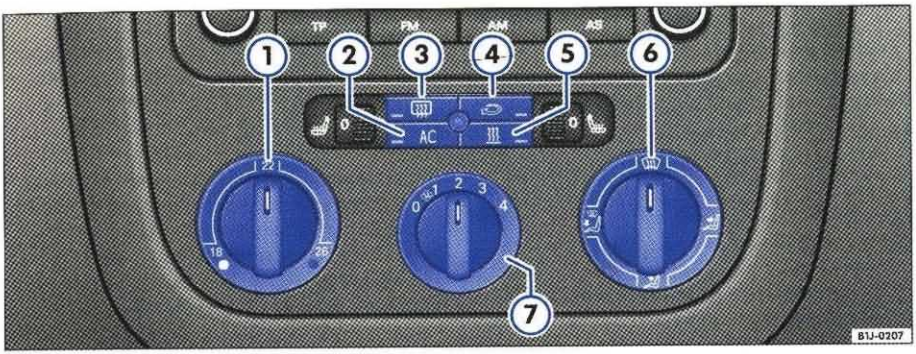

Rys. 99 W konsoli środkowej: elementy obsługi układu klimatyzacji Climatic
– Wyłączyć układ chłodzenia przyciskiem [AC] ⇒ rys. 99 (2). Lampka kontrolna w przycisku gaśnie.
– Pokrętłem (1) nastawić wybraną temperaturę. Najlepiej nastawić temperaturę 22° C (72° F).
– Pokrętło dmuchawy (7) ustawić w położeniu 1-4.
– Strumień powietrza skierować pokrętłem (6) w dowolnym kierunku. [ ] (na przednią szybę), [ ] (na tułów), [ ] (do przestrzeni na nogi) lub [ ] (na przednią szybę i do przestrzeni na nogi).